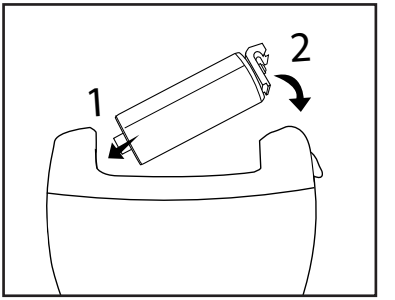

Figura 1
1) Presione el desencastre ❹ hacia abajo y tire simultáneamente hacia arriba del lateral del cabezal de lima ❸/❿ situado junto al desencastre ❹.
2) A continuación, puede retirarse el cabezal de lima ❸/❿ del alojamiento del eje de accionamiento ❾.
Para colocar el cabezal de lima ❸/❿, proceda de la manera siguiente (consulte la figura 1):
1) Coloque el cabezal de lima ❸/❿ de forma que el eje de accionamiento ⓫ encaje en el alojamiento del eje de accionamiento ❾.
2) Presione el otro lado del cabezal de lima ❸/❿ hacia abajo. Asegúrese de que el encastre ❷ se deslice correctamente por la guía y de que quede encajado.